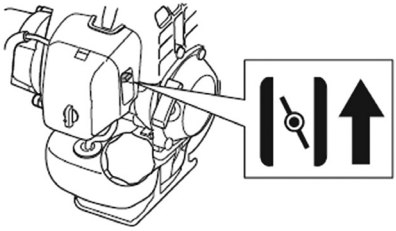

Рис. 10 Рычаг воздушной заслонки
6. Установите рычаг воздушной заслонки в верхнее положение (Рис. 10).